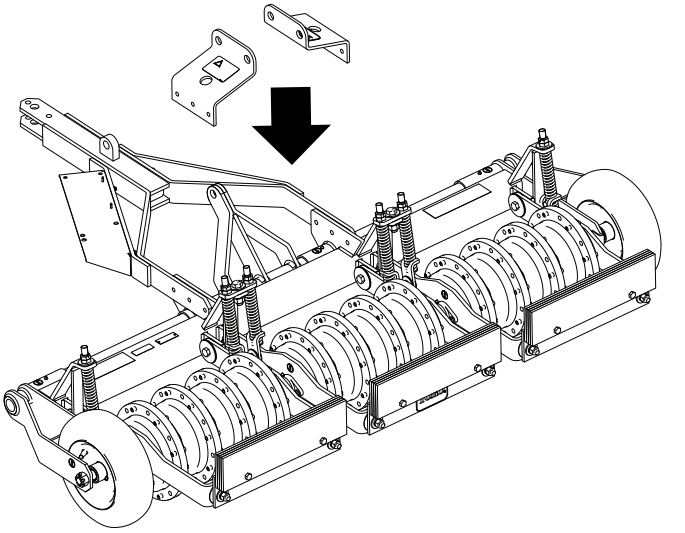

Figuur 6
3. Lijn de beugels van de beluchter uit zoals wordt afgebeeld op Figuur 6.